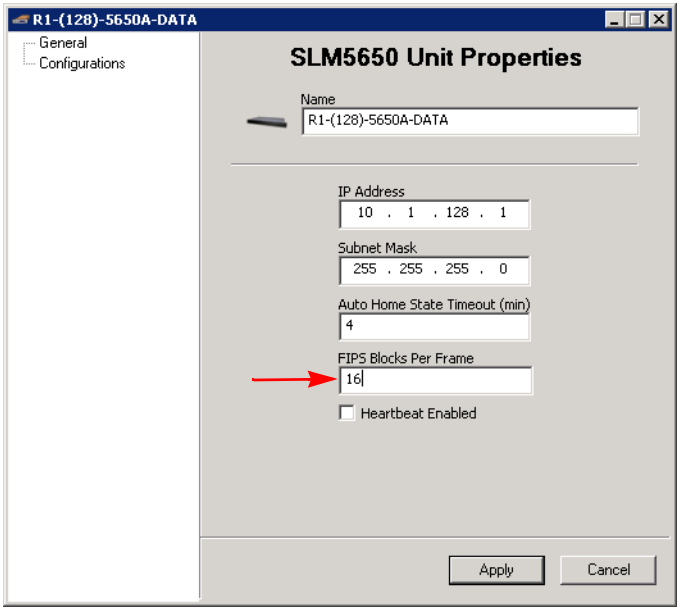

Figure 3-121 Properties Window, SLM-5650A Modem
1. Open the **Properties** window for the SLM-5650A modem (figure 3-121).